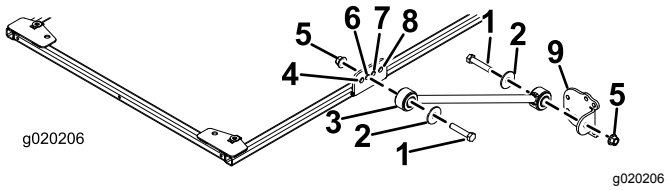

Bild 27
3. Befestigen Sie an jeder Seite des Sonnendachrahmens eine Strebe mit einer Schraube (½" x 2½"), einer Scheibe (½") und einer Bundmutter (½") lose im zweiten Loch der Strebenhalterung, wie in Bild 27 abgebildet.
4. Befestigen Sie eine Strebenhalterung mit einer Schraube (½" x 2½"), einer Scheibe (½") und einer Bundmutter (½") an jeder Strebe, wie in Bild 27 abgebildet.